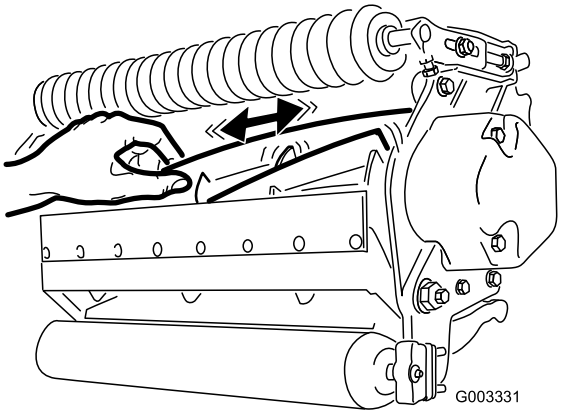

Figur 26
2. Ved at bruge en klud eller en tykt polstret handske, skal du holde på kniven og forsøge at flytte knivcylinderen fra side til side (Figur 26).